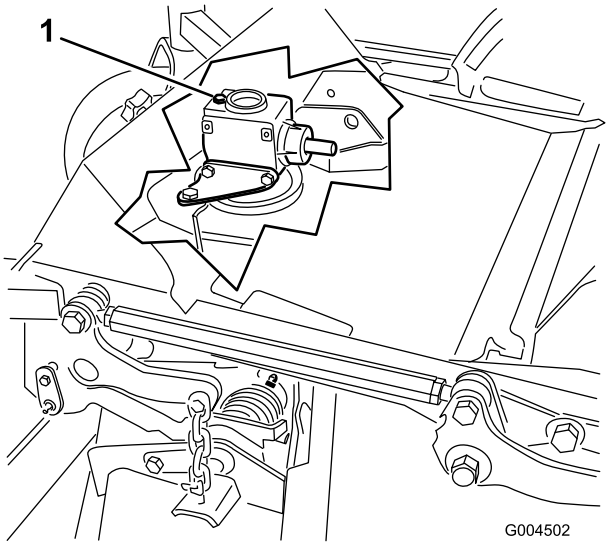

Figuur 33
6. Verwijder de peilstok/vulplug op de bovenkant van de tandwielkast en controleer of het peil van de tandwielolie tussen de merktekens op de peilstok staat (Figuur 33).
6. Verwijder de peilstok/vulplug op de bovenkant van de tandwielkast (Figuur 33).